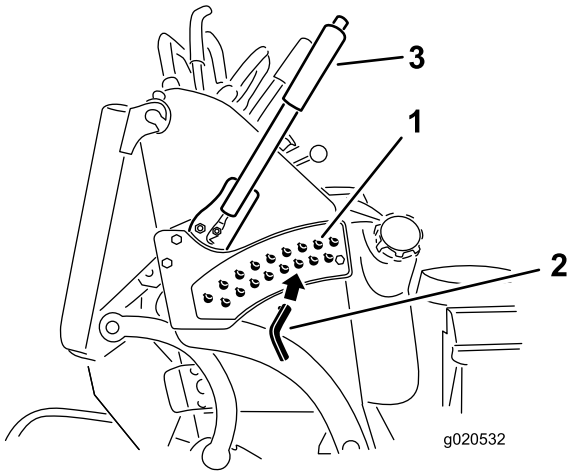

Figur 28
3. Vælg det hul i klippehøjdebeslaget, som svarer til den ønskede klippehøjde, og sæt pinden i (Figur 28).
4. Tryk på den øverste knap og sænk klippehøjdehåndtaget ned på pinden (Figur 28).